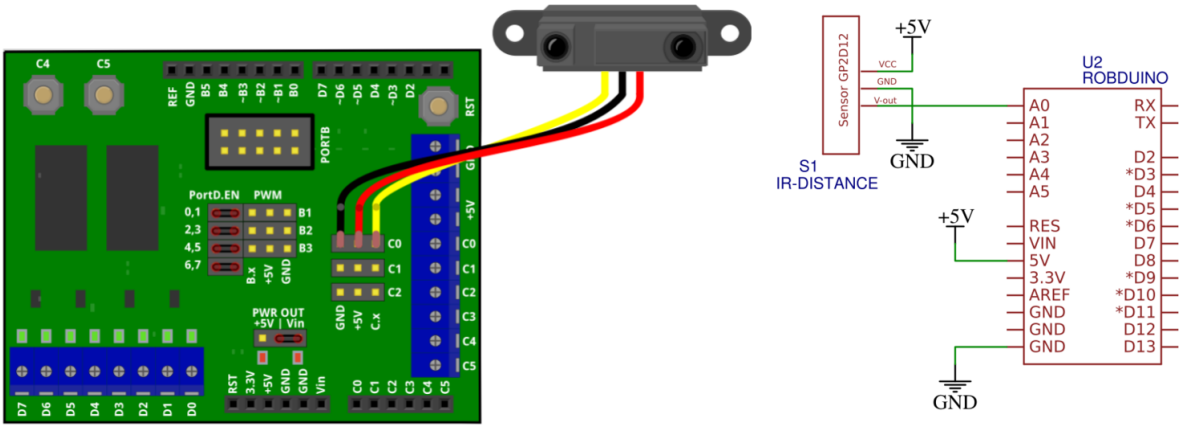

Figure 7: Priključitev IR senzorja razdalje.
1. IR senzor razdalje priključite na tri-pinski priključek kot je prikazano na fig. 7.